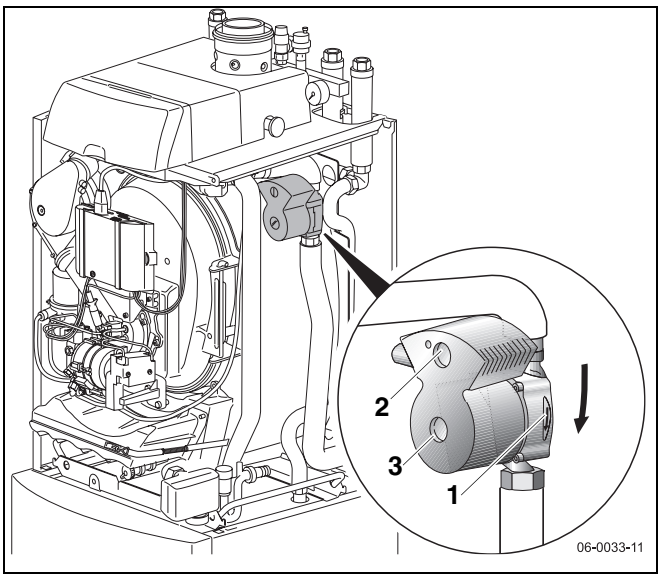

Bild 25 Umwälzpumpe bei Logano SB105T
durch Lösen der Inspektionsschraube (Bild 25, **Pos. 3**) an der Umwälzpumpe bei heißem Heizkessel.
- Stellen Sie die Umwälzpumpe auf mittlere Einstellung (Bild 25, **Pos. 2**).
Wird die Pumpe auf eine kleinere Stufe eingestellt, reduziert sich der Warmwasserkomfort (Bild 25, **Pos. 2**).